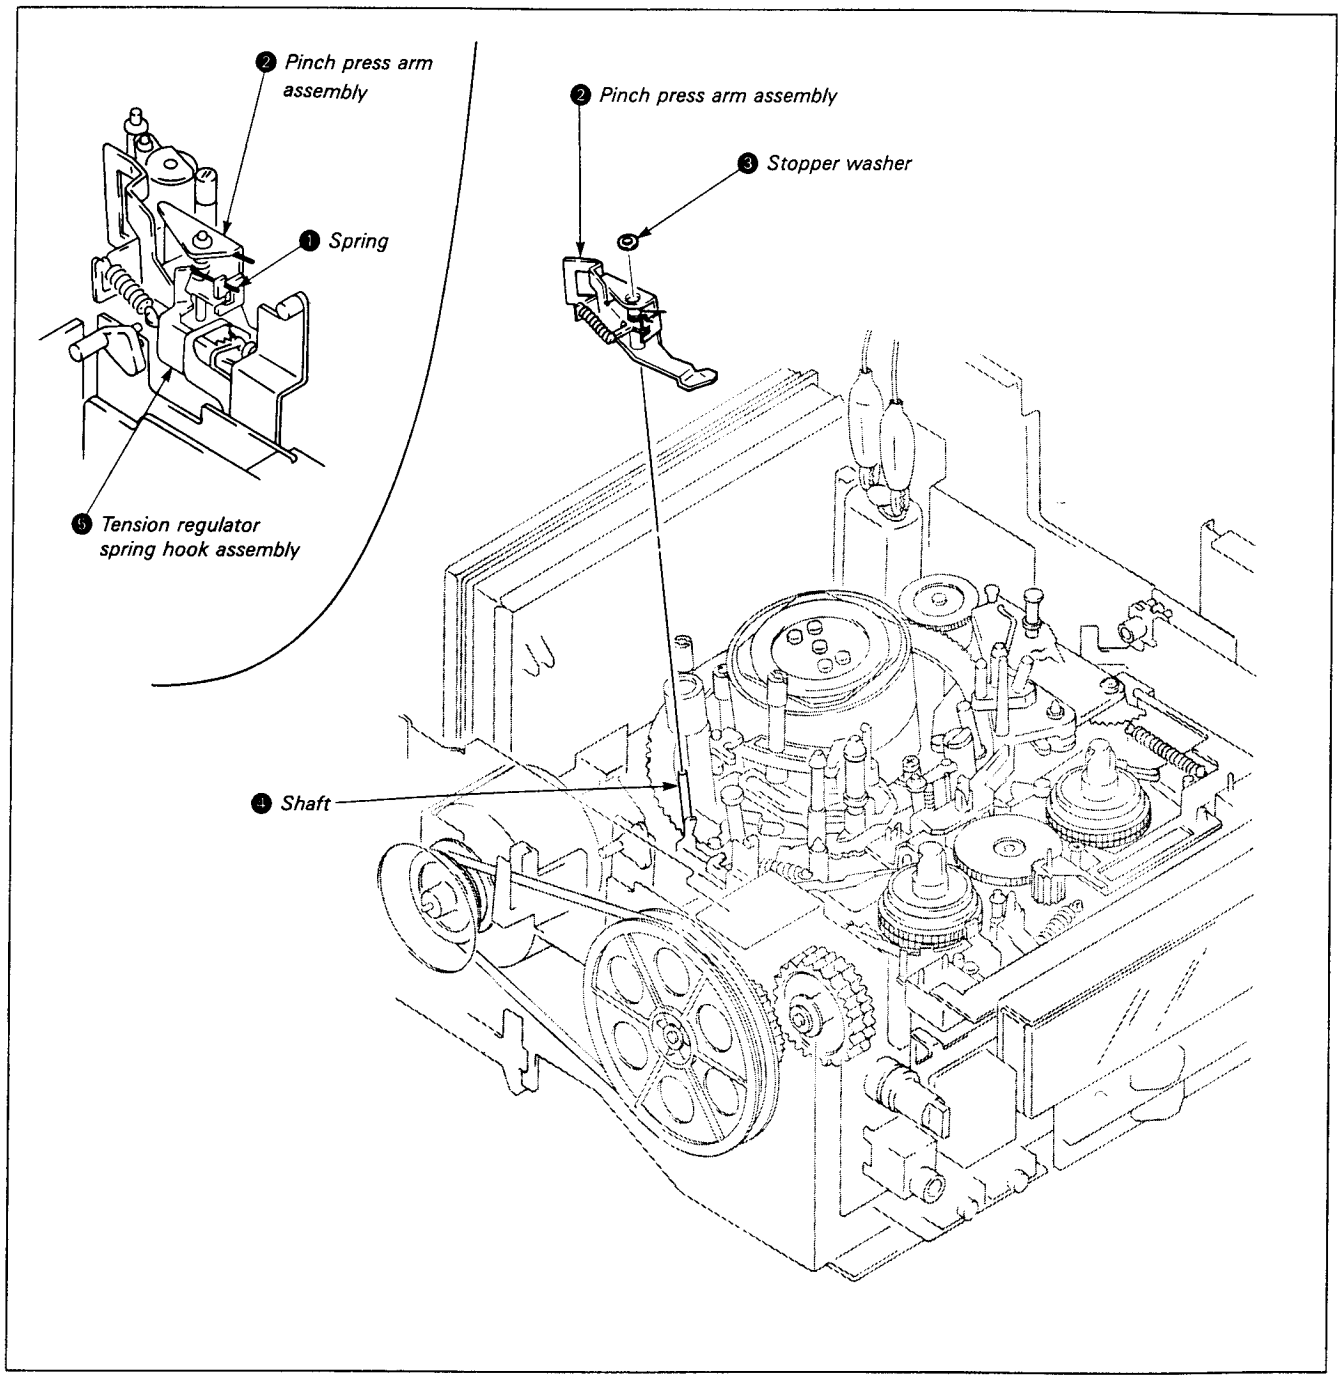

*Fig. 7-8.*
### 7-3-3. Pinch Press Arm Assembly (See Fig. 7-8)
3) Remove the LS motor belt ❶.
4) Remove the Four screws ❷, and then move the Front base ❸ in the direction of arrow.
5) Change the spring position as described in 7-3-3. 1. Removal, 2). (See Fig. 7-8.)
6) Remove tension spring ❹. (Note its position.)
7) Remove screw ❺ and the tension regulator spring hook assembly ❻.
9) Remove the tension regulator band assembly hook ❼.
10) Remove the tension regulator arm assembly ❽.
1) Place a half drop of oil on the spindle ❾.
2) Mount the tension regulator arm assembly ❽, placing the tension regulator load arm assembly pin ❿ in the tension regulator arm assembly ❽ cam groove (on the back).
3) Mount the tension regulator band assembly hook ❼. (Do not touch the band or change its shape.)
5) Mount the tension regulator spring hook assembly ❻ and tighten with screw ❺.
6) Replace tension spring ❹ in its original position and lock the screws.
7) Position the spring according to item 7-3-3, 2. Mounting, 3). (See Fig. 7-8.)
8) Mount the Front base ❸, and then tighten with four screws ❷.
9) Mount the LS motor belt ❶.